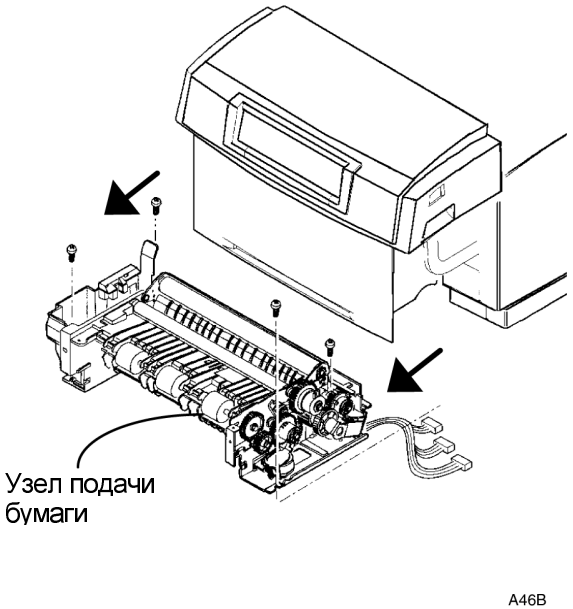

Рисунок 3. Снятие узла подачи бумаги
4. (Рисунок 3): Отверните четыре винта и отсоедините разъемы (CN101, 102, 105).